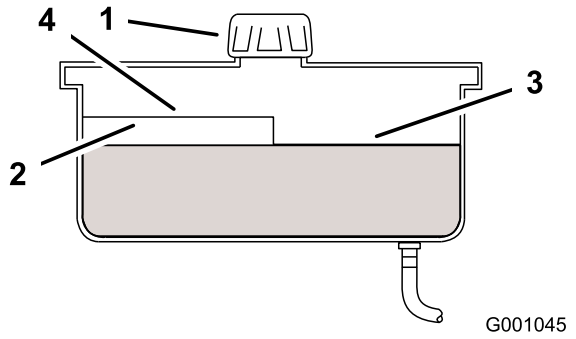

Figur 65
2. Rengör området runt påfyllningsröret till hydraultanken (Figur 65).
3. Skruva av tanklocket på påfyllningsröret. Titta inuti och kontrollera om det finns någon olja i behållaren (Figur 65).
Obs: Oljenivån ska nå upp till överkanten på markeringen för varmt på skärmen, när oljan är varm (Figur 65).